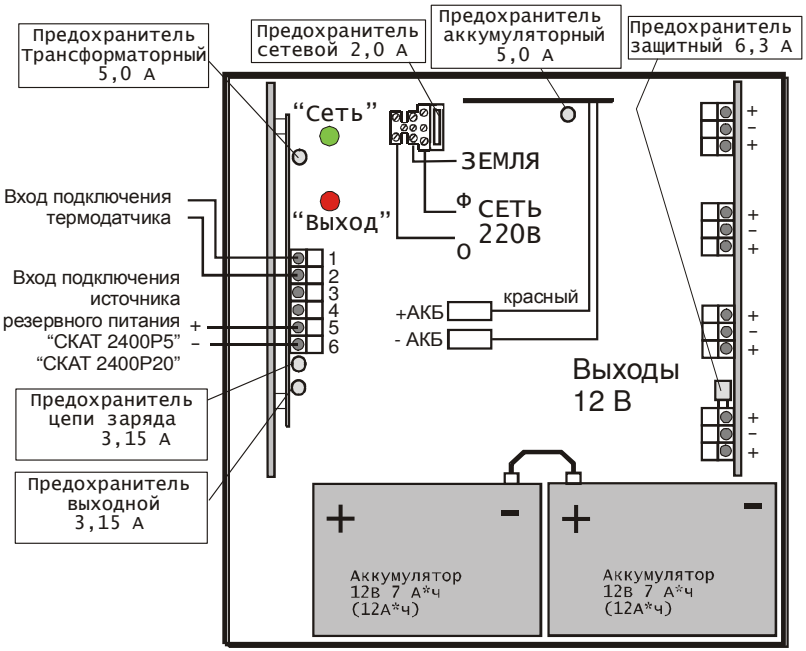

Рис.1 Органы коммутации, индикации и защиты SKAT-V.8
- соединить аккумуляторной перемычкой два аккумулятора в батарею как показано на рис.1 Приложения А;